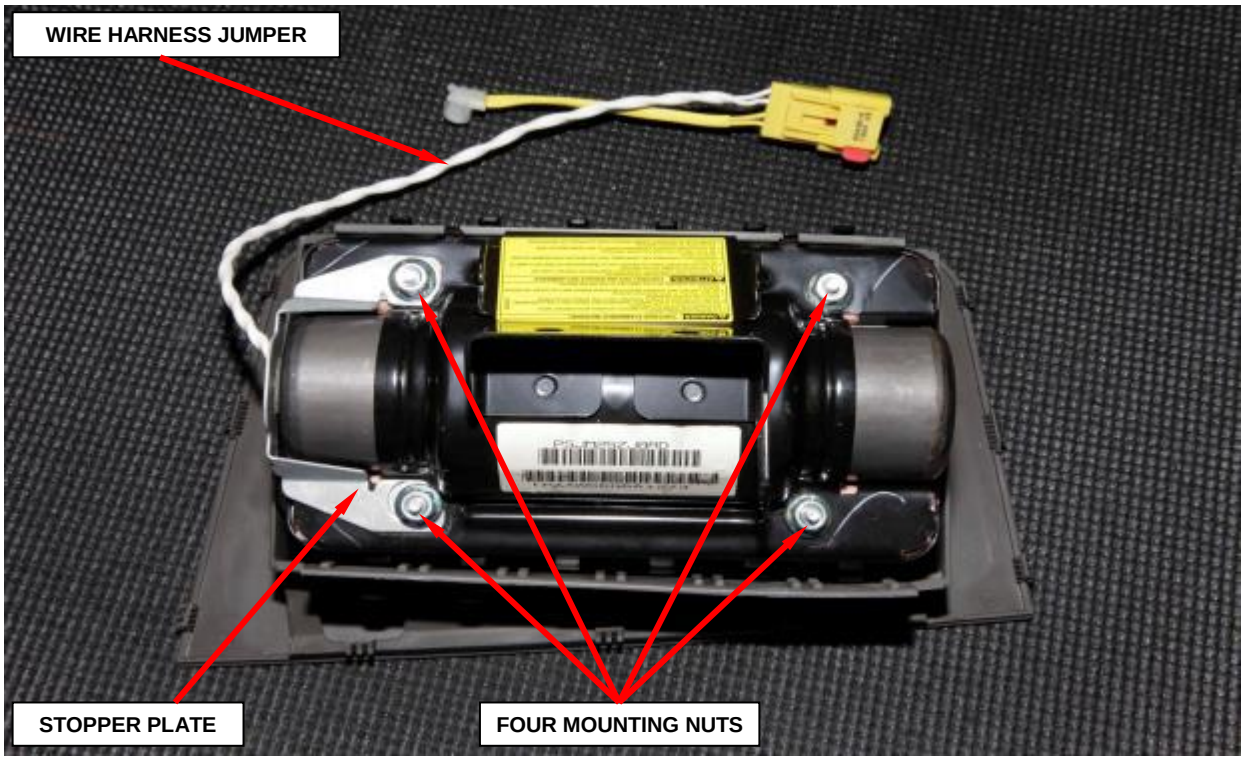

**Figure 46 – Mounting Nuts and Stopper Plate**
e. Remove and discard the four mounting nuts and stopper plate from the housing (Figure 46).
h. Install the stopper plate to the passenger airbag module (Figure 46).
i. Install the four new mounting nuts to the passenger airbag module and tighten to 53 in. lbs. (6 N·m) (Figure 46).